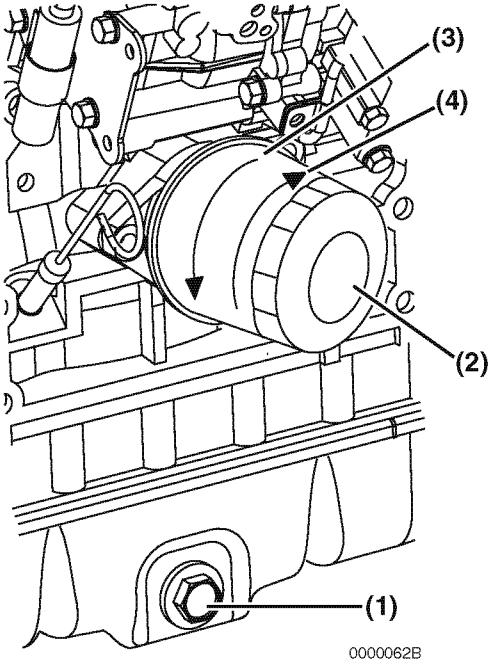

Figure 5-2
6. Remove the oil drain plug **(Figure 5-2, (1))** from the engine oil pan. Allow oil to drain.
7. After all oil has been drained from the engine, reinstall the oil drain plug **(Figure 5-2, (1))** and tighten to 139.8 - 47.0 ft·lb (53.9 - 63.7 N·m; 5.5 - 6.5 kgf·m).
1. Turn the engine oil filter **(Figure 5-2, (2))** counterclockwise **(Figure 5-2, (3))** using a filter wrench.
3. Lightly coat the gasket on the new oil filter with engine oil. Install the new engine oil filter manually by turning it clockwise **(Figure 5-2, (4))** until it contacts the mounting surface. Tighten to 14 - 17 ft·lb (19.6 - 23.5 N·m; 2.0 - 2.4 kgf·m) or one additional turn using the filter wrench.